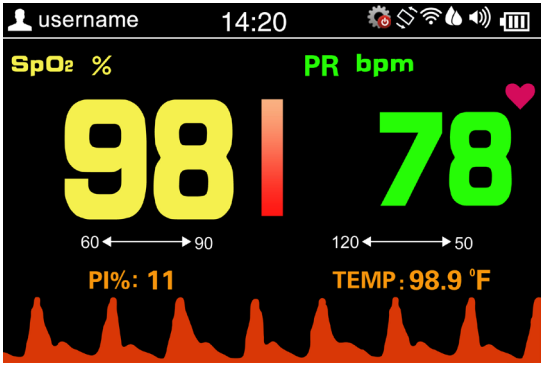

Figure 4.2B Default Display Screen---in horizontal
- During measurement, longtime pressing Auto-rotate/Up key "  ", then the Auto-rotate white icon "  " appears on the upper right corner of the screen, it means the auto rotation function is enabled, if you place this oximeter horizontally, then the display shows in horizontal, as shown in figure 4.2B.